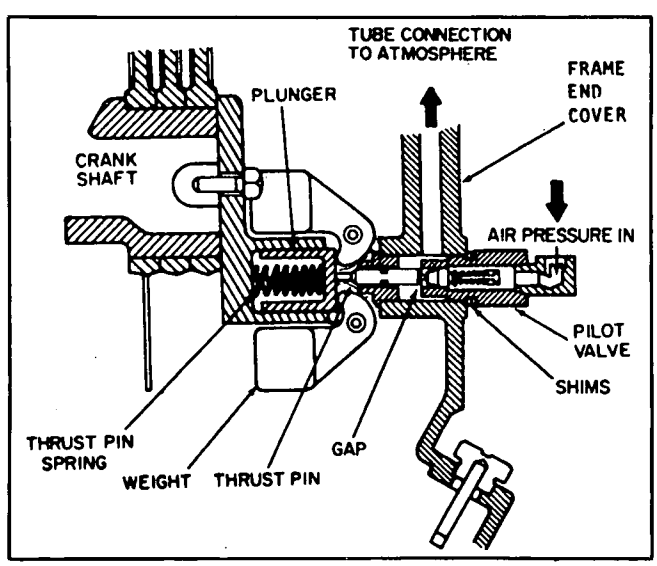
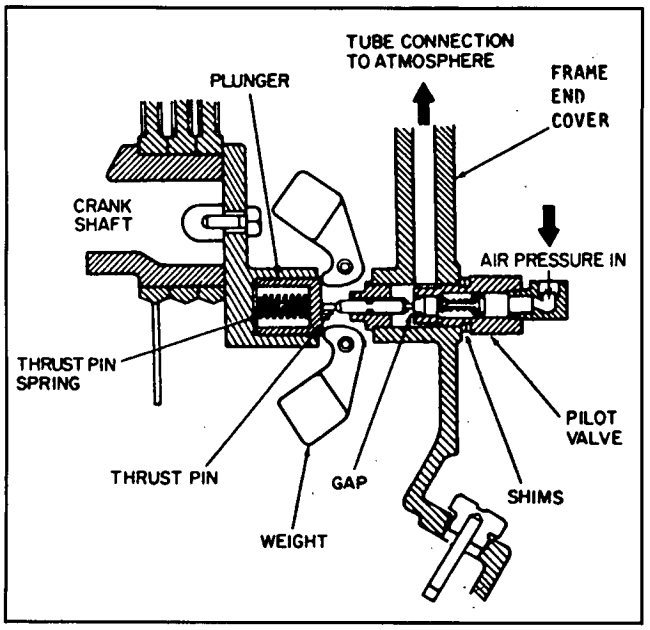
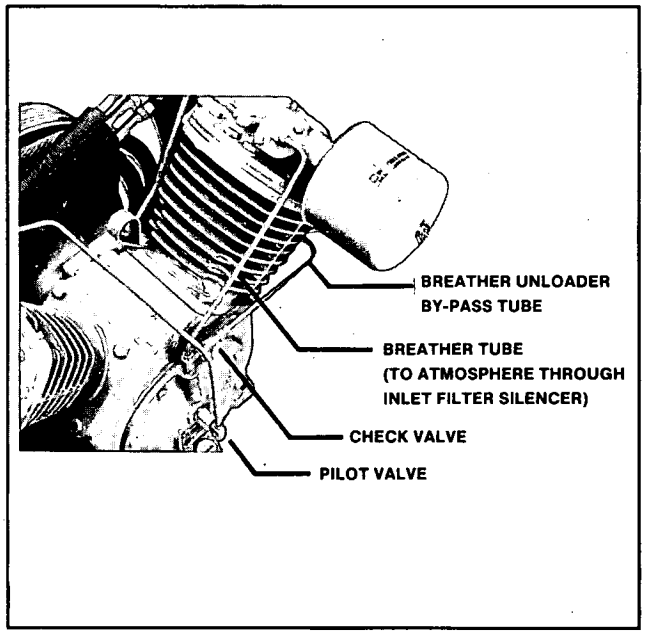

Figure 4-3. Position of weight and thrust pin when compressor is stopped.
Figure 4-4. Position of weight and thrust pin when compressor is operating.
Figure 4-5. Breather/Unloader By-Pass
As shown in Figure 4-3, the centrifugal unloader is attached to
the end of the crankshaft, thus when the compressor is in operation, centrifugal force acts upon the unloader weights and they swing outward. (See Figure 4-4). When the compressor stops, these weights retract, (Figure 4-3) permitting the thrust pin spring to move the plunger and thrust pin outward. The thrust pin opens the pilot valve and the trapped air pressure escapes from the cylinder and intercooler through a passage in the frame end cover (See Figure 4-5), through the unloader tube and to atmosphere through the inlet filter/silencer.
To adjust the pilot valve, refer to Figure 4-3, and proceed as follows:
5. Measure the gap between the pilot valve body and the frame end cover. (See Figure 4-3).
OPERATION OF THE BREATHER/UNLOADER BY-PASS: The breather/unloader by-pass tube lines eliminates air pressure build-up in the compressor frame by providing a passage for the air to escape through the inlet unloader (if opened) or (if closed) through the check valve (See Figure 4-5), therefore, by-passing the inlet unloader and escaping to atmosphere through the inlet filter/silencer.